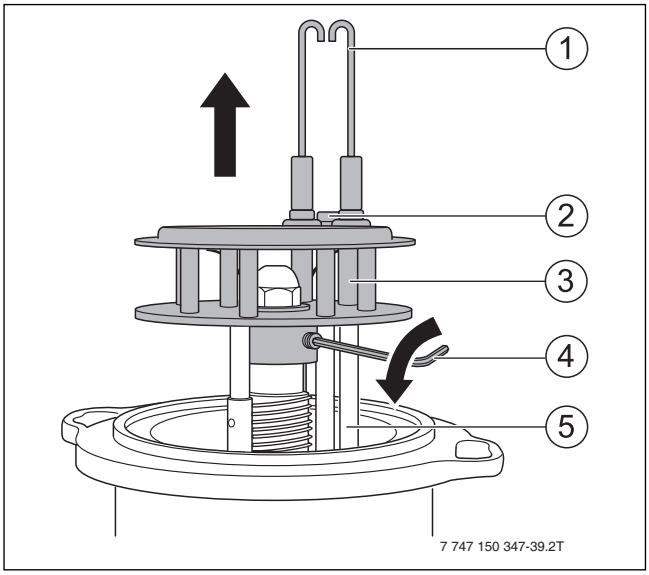

*Bild 34 Mischsystem ausbauen*
- ▶ Schraube (Bild 34, [2], Seite 21) zwischen den Zündelektroden lösen.
- ▶ Zündelektrode (Bild 34, [1], Seite 21) ausbauen.
- Mischsystem mit Gewindestift (→ Bild 34, [4], Seite 21) sichern.